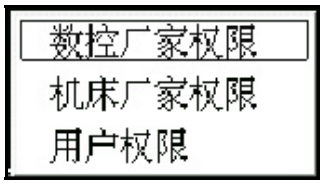

图 9.1.1 选择修改参数（口令）的权限
(1) 在参数功能子菜单(图 9.0.1)下按 **F3** 键，系统会弹出如图 9.1.1 所示的菜单窗口；